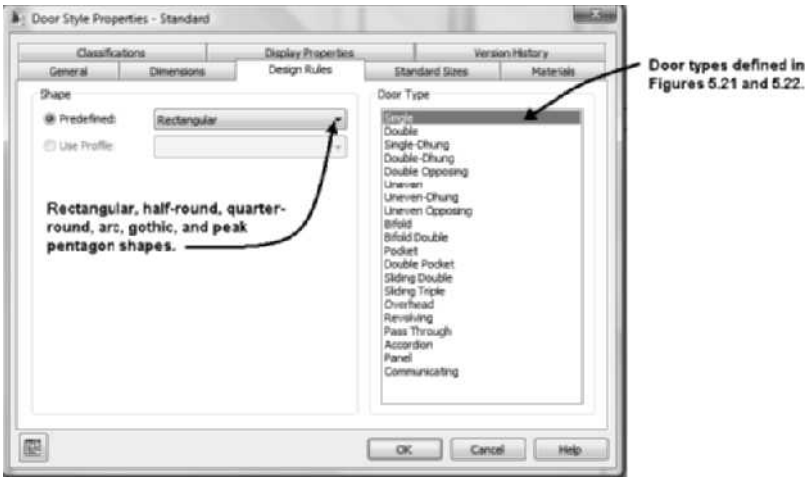
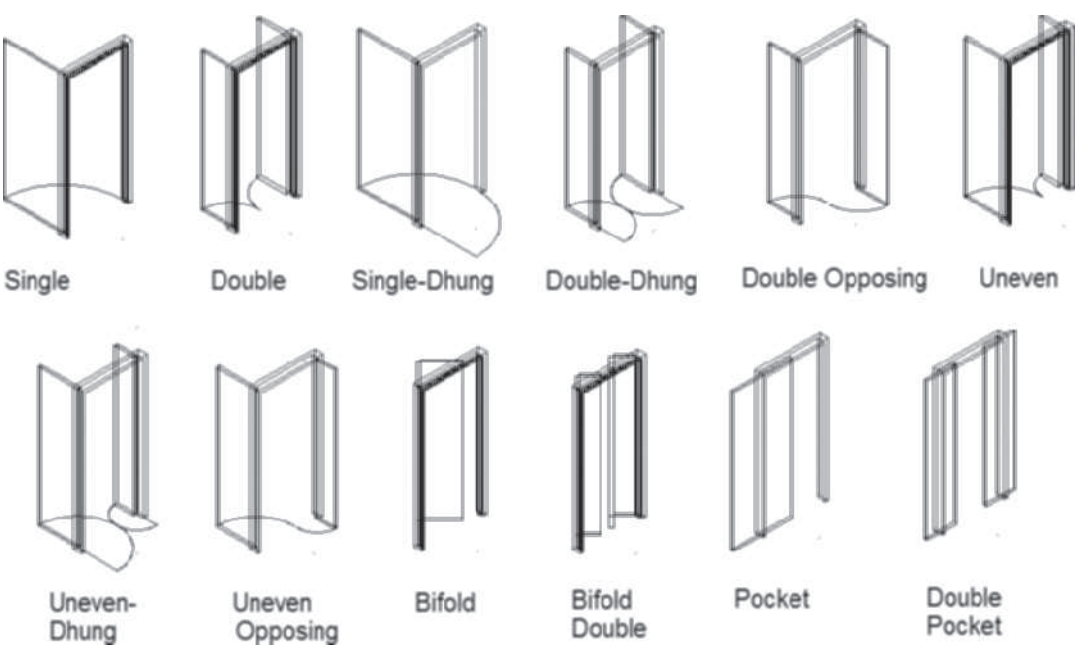
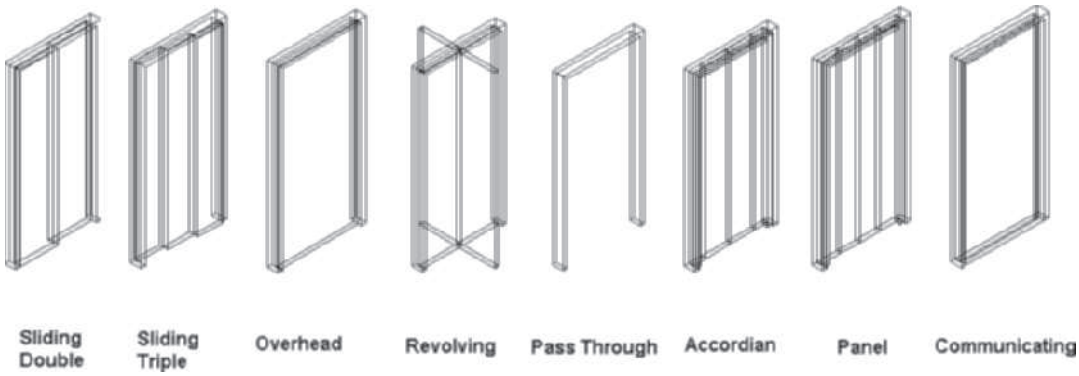

FIGURE 5.20 *Design Rules tab of the Door Style Properties dialog box*
FIGURE 5.21 *Door types available in AutoCAD Architecture*
FIGURE 5.22 *Door types including the Overhead garage door*
8. Choose the **Design Rules** tab as shown in Figure 5.20. The Design Rules tab allows you to choose from the following list of Predefined shapes: rectangular, half-round, quarter-round, arch, gothic, and peak pentagon. This list is extensive and satisfactory for most design applications. The Use Profile radio button is active if an AEC Profile is defined in the drawing. The AEC Profile is converted from a closed polyline and applied to define the shape of a door.
9. The **Door Type** list shown in Figure 5.20 allows you to select from a list of door types. The types of doors that can be created are shown in Figures 5.21 and 5.22. The name assigned to each type is shown below the figure. Note that the garage door is named Overhead and is shown in Figure 5.22.